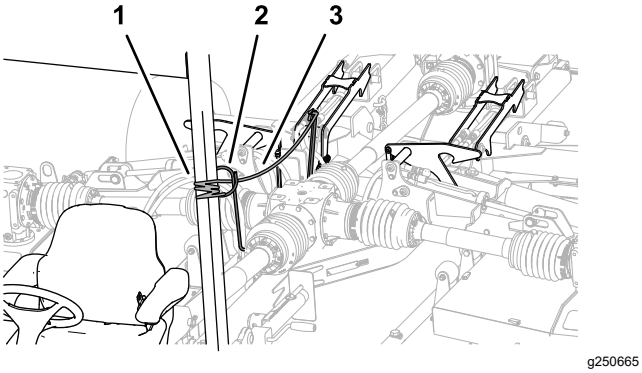

Figuur 35
5. Trek aan het touw van de maaidekvergrendeling en houd het vast (Figuur 35).